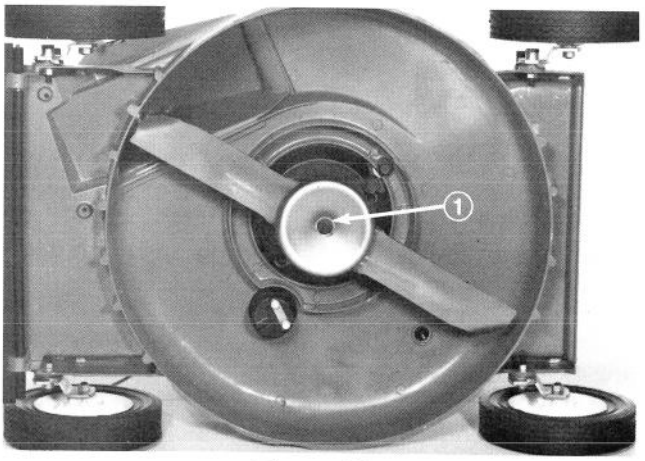

Figure 34
4. Grasp end of blade using a rag or thickly padded glove. Remove capscrew, lockwasher and blade (Fig. 34).